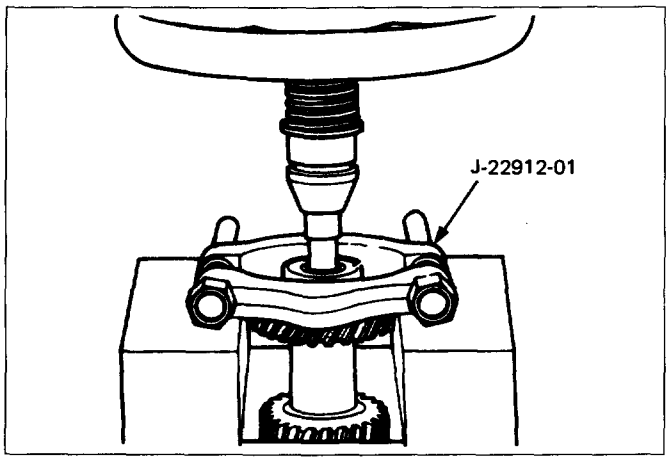

Fig. 7B-79
① Springs
② Sleeve
③ Clutch hub
④ Inserts
- Use a bench press and the bearing remover to remove the front roller bearings (Fig. 7B-79).